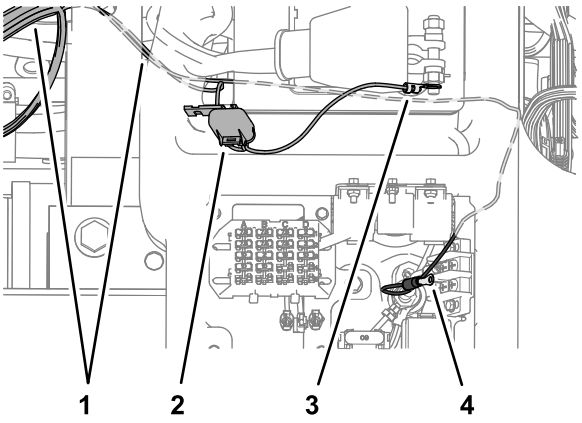

Figur 6
2. Før ringklemmen til strømfastspenneren merket med B+ gjennom åpningen på det bakre, utvendige hjørnet av batterirommet (Figur 6).
3. Før ringklemmen til strømfastspenneren merket med GROUND BLOCK under batterirommet og gjennom åpningen nær det fremre hjørne på utsiden av elektronikkrommet (Figur 6).